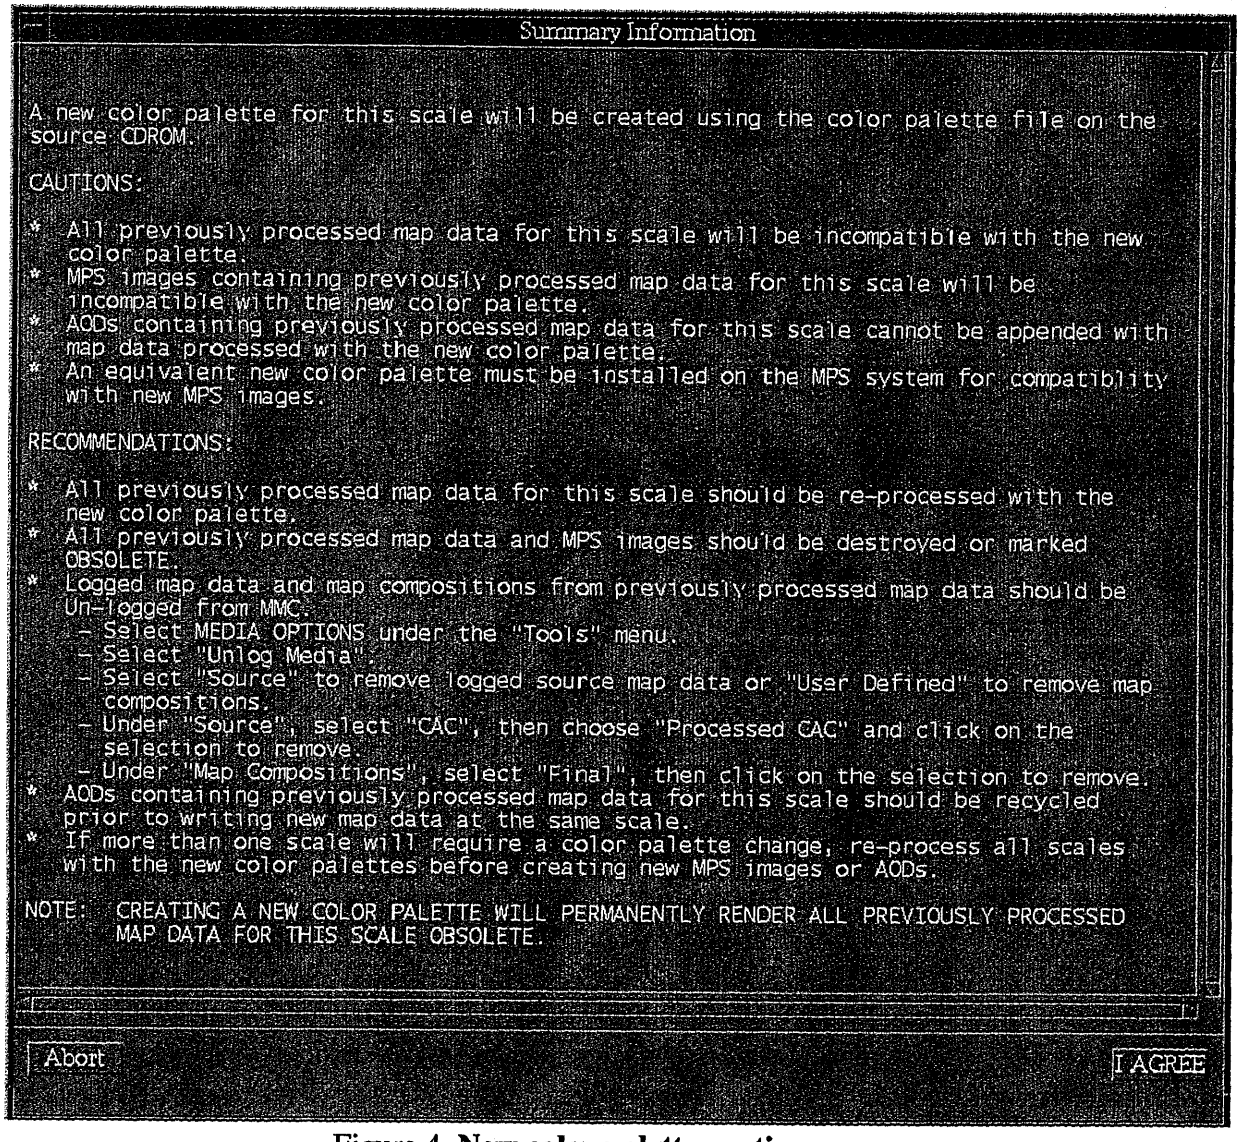

Figure 4. **New color palette caution summary**
g. A **Summary Information** window (figure 4) is displayed that lists cautions and recommendations to consider before creating a new color palette (use the scroll bar to read *all* recommendations). **Please read this information carefully!** Click on *I AGREE* to proceed.